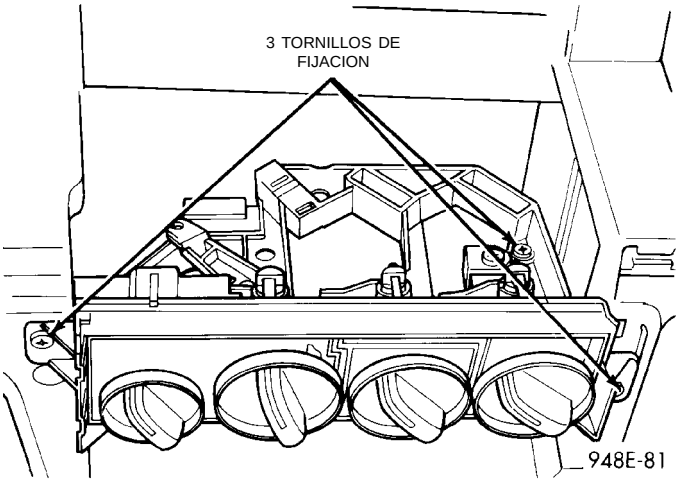

Fig. 22 CONTROL DEL CALEFACTOR Y A/A
(4) Tire el panel hacia atrás hasta que se desenganchen los collarines de la parte inferior.
(5) Abra el cenicero.
(6) Retire el marco central.
(7) Retire los tres tornillos de fijación de los ángulos del control (Fig. 22).
(8) Tire el control hacia atrás y desconecte el conector del cableado.
(9) Con un destornillador, desenganche los collarines de fijación del cable.